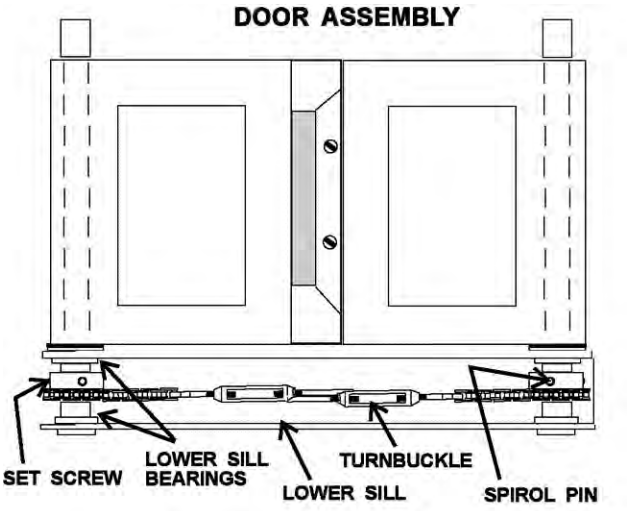

Fig. 41
3. Remove door chain by loosening one of the turnbuckles (Fig. 41).
4. Loosen the set screw on the sprocket of door being replaced (Fig. 41).
5. Drive out the spiral pin from the sprocket of door being replaced (Fig. 41).
7. Remove door(s) from lower sill bearings and sprocket Fig. 41.